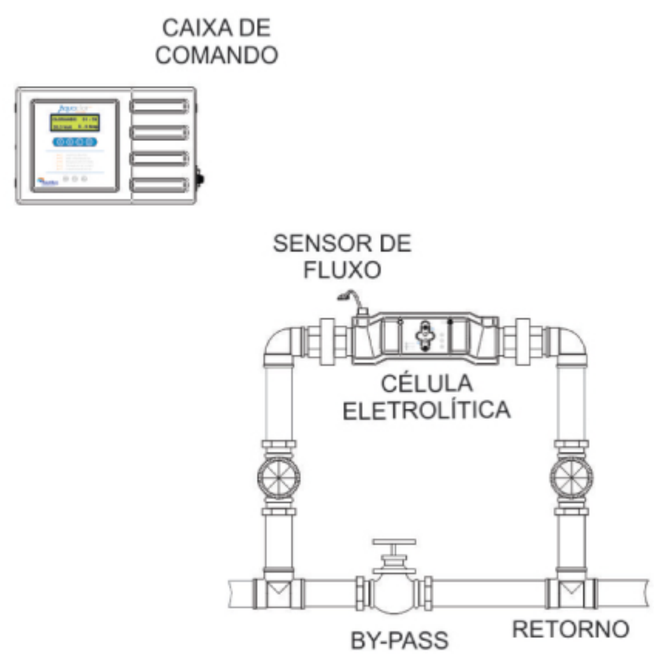

figura 6
Já o sensor de fluxo, deverá ficar posicionado para cima, respeitando-se também o sentido do fluxo indicado no corpo da peça (ver a **figura 6** abaixo).
2. A instalação da célula eletrolítica e do sensor de fluxo deverá ser feita preferencialmente num sistema de "by-pass" para garantir que, em caso de manutenção, eles possam ser retirados sem prejudicar o sistema filtrante existente na piscina, conforme **figura 6**.